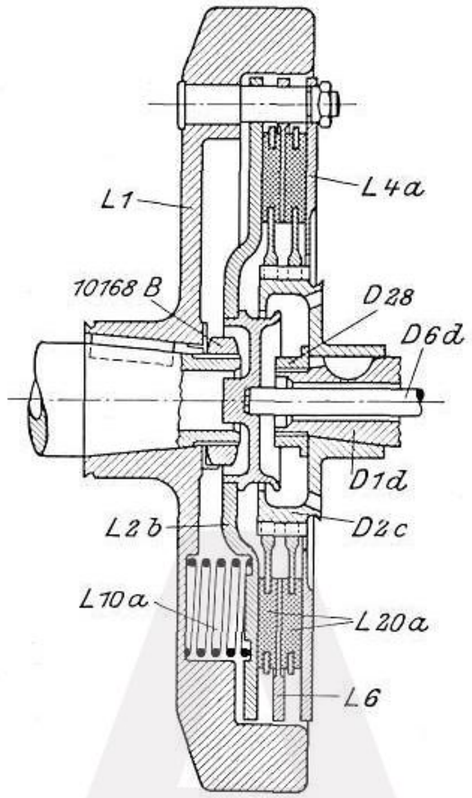

Abb. 16 Zweischeiben-Reibungskupplung
10. Kupplung: Als Kupplung dient eine in Abb. 16 im Schnitt gezeigte Zweischeiben-Reibungskupplung. Der treibende Teil derselben ist das Schwungrad **L 1**, das auf dem konischen Zapfen der Kurbelwelle sitzt und mittels Keil und Mutter **10168 B** gesichert ist. Sechs in Vertiefungen des Schwungrades **L 1** und Drucktellers **L 2b** angeordnete Kupplungsfedern **L 10a** pressen letzteren gegen beiderseitig mit Reibbelag versehene Kupplungsplatten **L 20a**, die durch eine ebenfalls treibende Zwischenscheibe **L 6** getrennt sind. Hierdurch drückt die hintere Kupplungsplatte gegen die nicht verschiebbare Schlußscheibe **L 4a** und wird von dieser mitgenommen. Die Kupplungsplatten **L 20a**, die auf der Kupplungsklaue **D 2c** sitzen, übertragen somit die Drehung der Kurbelwelle auf die Hauptwelle **D 1d** des Getriebes.